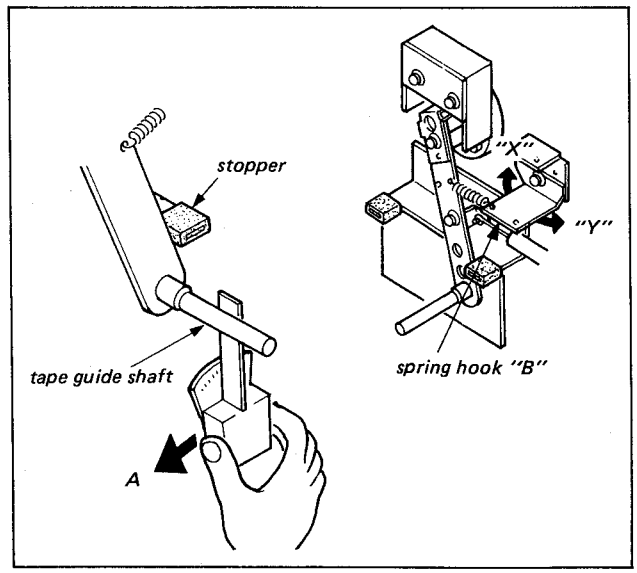

Fig. 7-4. "S" side arm retaining force adj.
1. Hold the tension gauge against the Tape Guide Shaft on the Tension Arm as shown in Fig. 7-4., then push the shaft in the direction of arrow by the tension gauge. Confirm that the gauge reading is 4 to 6 gr. at the moment when the Tension Arm is detached from the Stopper. If not, proceed to the following step.
2. Slightly loosen the screw securing the Spring Hook "B" in Fig. 7-4. Check the direction which Spring Hook "B" must be moved, then insert the eccentric screwdriver into one of the two adjusting holes and move the Spring Hook "B" in direction of "X" or "Y".